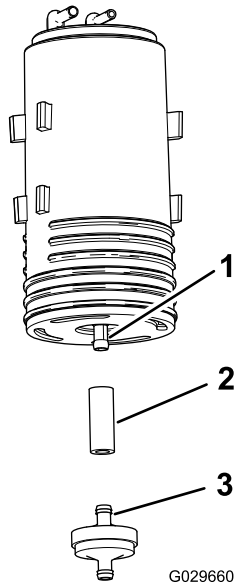

Figur 55
4. Ta bort kolkanisterfiltret och den korta slangsektionen från den nedre kopplingen på den gamla kolkanistern (Figur 55).
5. Anslut slangen till den nedre kopplingen på den nya kolkanistern (Figur 55).
6. För in det nya kolkanisterfiltrets koppling i slangen (Figur 55).